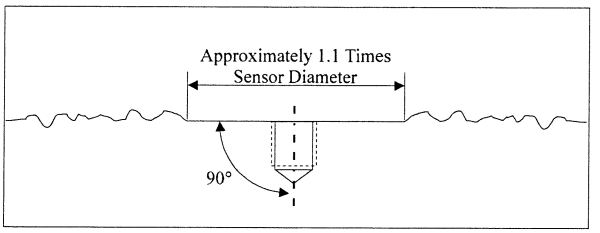

**Figure 2.** Mounting Surface Preparation
**STEP 1:** First, prepare a smooth, flat mounting surface, then drill and tap a mounting hole in the center of this area as shown in Figure 2 and in accordance with the enclosed **Installation Drawing**.